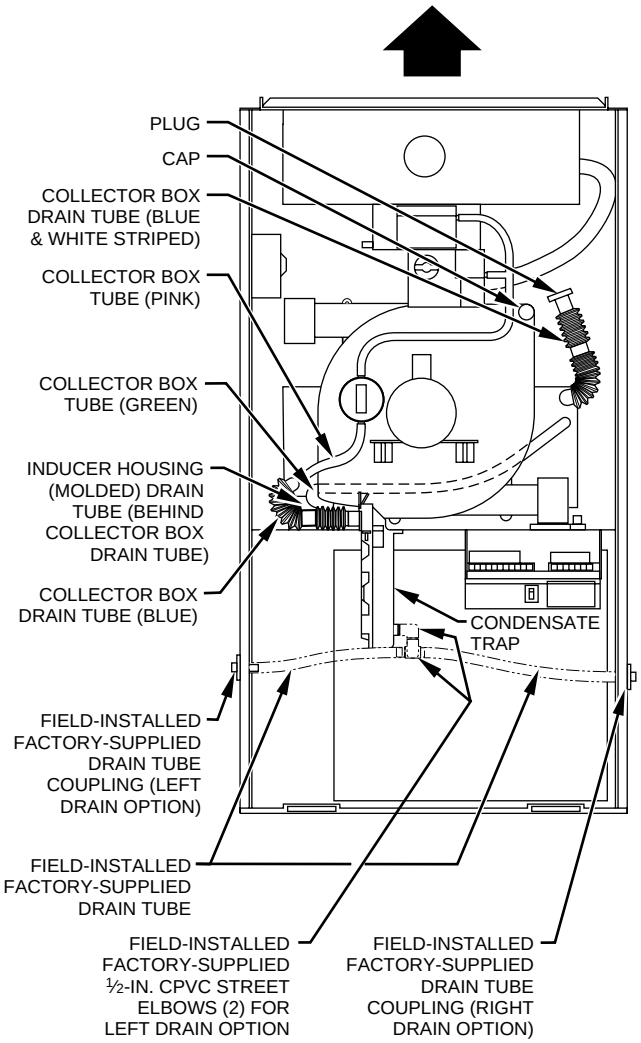

Fig. 6—Factory-Shipped Upflow Tube Configuration (Shown with Blower Access Panel Removed)
Some assembly and modifications are required for furnaces installed in any of the 4 applications shown in Fig. 1. All drain and pressure tubes are connected as shown in Fig. 6. See appropriate application instructions for these procedures.
NOTE: See Fig. 6 or tube routing label on main furnace door to confirm location of these tubes.
e. Cement 2 factory-supplied 1/2-in. street CPVC elbows to the rigid drain tube connection on the condensate trap. (See Fig. 6.) These elbows must be cemented together and cemented to condensate trap drain connection.
NOTE: See Fig. 6 or 7 or tube routing label on main furnace door to check for proper connections.